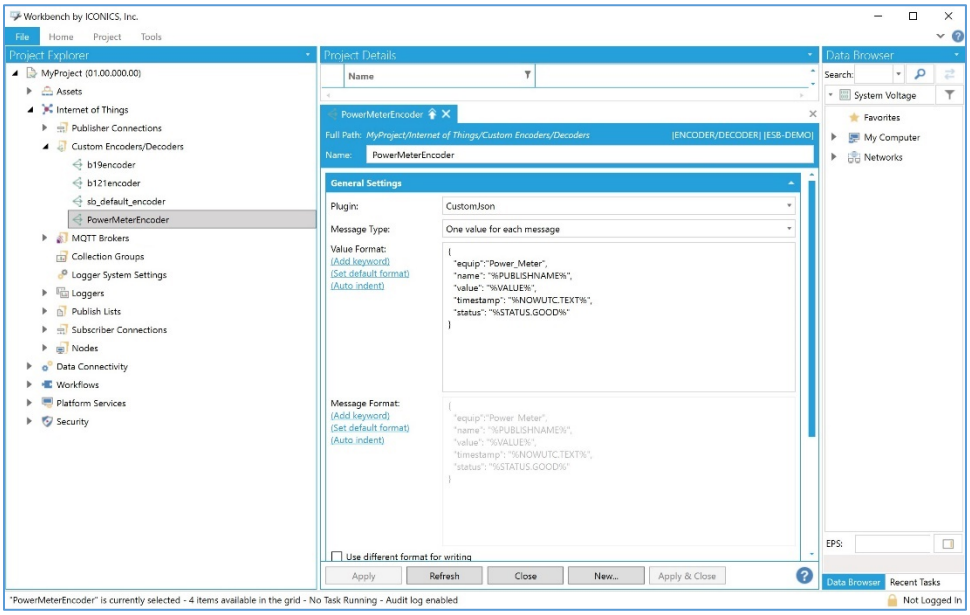

Figure 22: IoTWorX Custom Encoder
- For the custom encoder, described in *Connecting a VFD,* Section 6.1, create one exactly the same as shown in Figure 22: IoTWorX Custom Encoder, above. Do not check the box labelled "Use different format for writing."